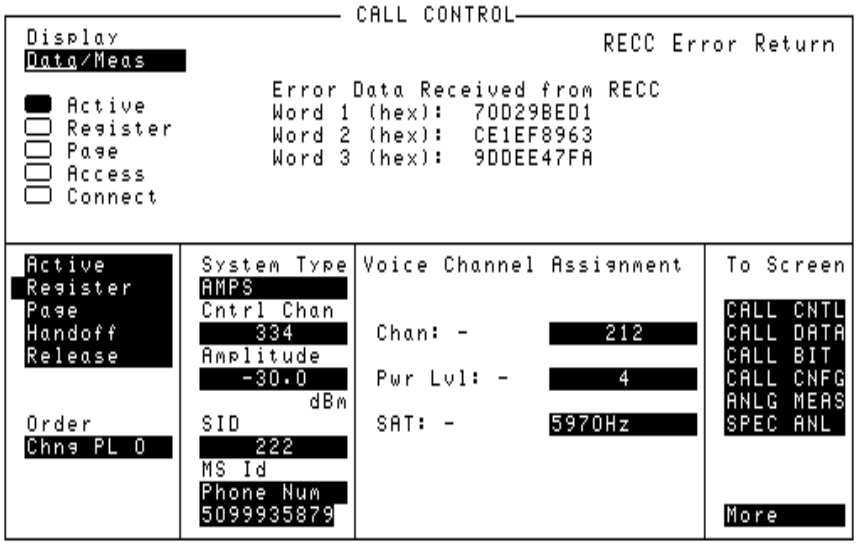

Figure 16 **CALL CONTROL Screen with Decoding Error Message Display**
- Select **Data** to display information received from the mobile station on the reverse control channel or reverse voice channel. If the data message(s) received from the mobile station can be correctly decoded, the decoded message contents are displayed. If the data messages cannot be correctly decoded, the raw data message bits are displayed in hexadecimal format. **Figure 16 on page 122** shows the layout of the CALL CONTROL screen when a decoding error has occurred.